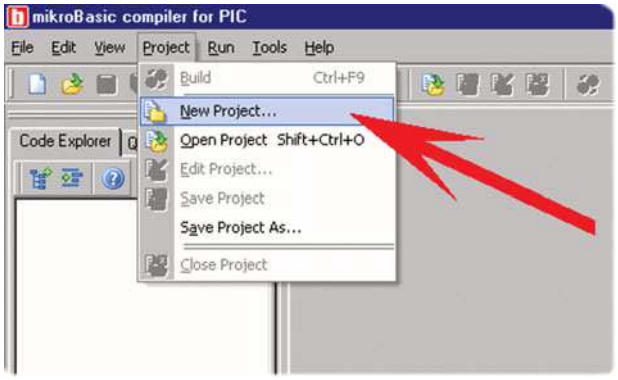
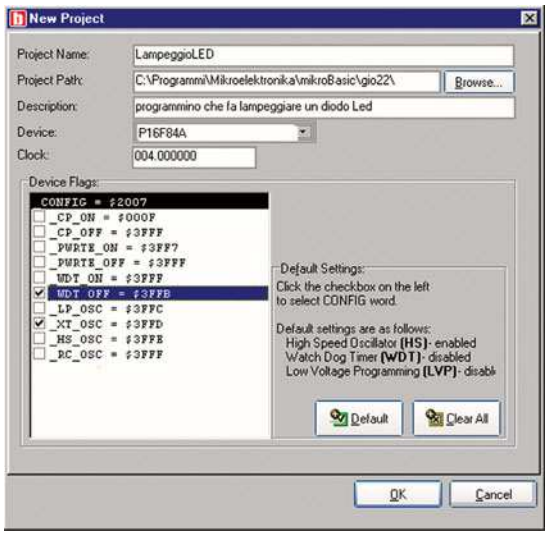

Figura 8 Il menù di creazione Progetto
Figura 9 *Informazioni basilari del progetto*
Dopo aver visionato le possibilità offerte da questo fantastico compilatore, iniziamo a studiare le diverse fasi della realizzazione di un progetto. Fasi che, ovviamente, molti di voi già conoscono, in special modo chi segue dall'inizio questo corso. La prima fase da seguire è naturalmente la creazione di un nuovo lavoro, appunto di un nuovo progetto. Occorre accedere al menù **Project** e scegliere la voce **New Project** (figura 8). Apparirà una finestra (figura 9) che invita l'utente a fornire dati e indicazioni generali sul tipo di progetto che si vuole creare:
- **.PBP** è un file di testo che raccoglie le informazioni circa i dati principali della definizione del progetto (vedi figura 9).